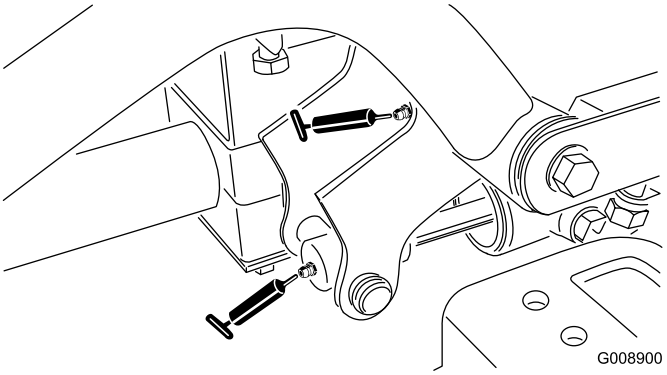

Rysunek 56
- Oś i siłownik przedniego prawego ramienia podnoszącego (2) (Rysunek 56)